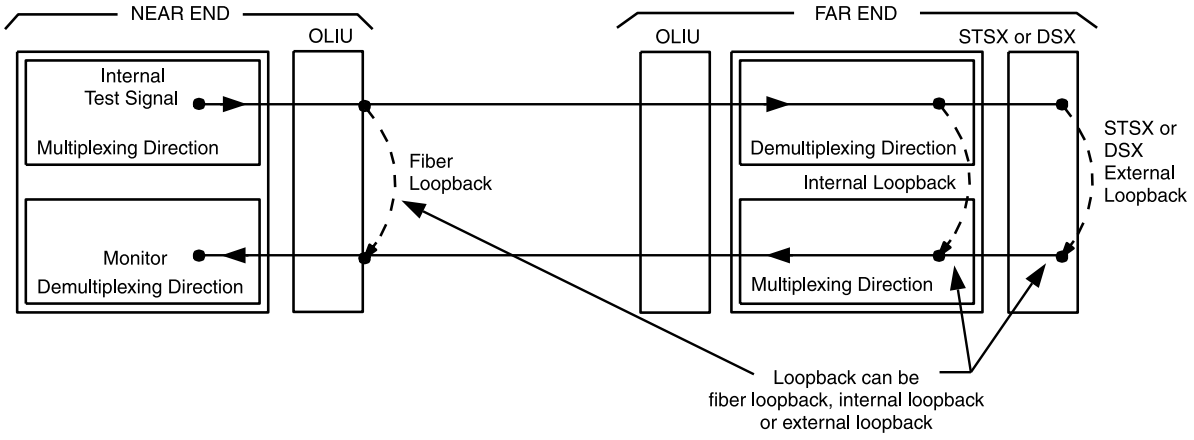

Figure 1. Transmission Test of DS3 Signal in MUX Direction
5. See Figure 1. If local tests are being performed, the fiber loopbacks at the near-end **OLIU**s must be in place. If end-to-end tests are being performed, do ONE of the following: